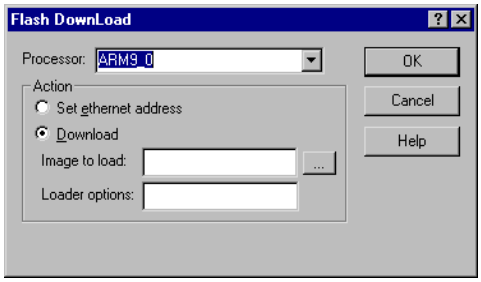

Figure D-1 Flash DownLoad dialog
1. Select **Flash Download…** from the **File** menu. The Flash DownLoad dialog is displayed (Figure D-1).
- From AXD, select the **Set ethernet address** button in the Flash DownLoad dialog (see Figure D-1 on page D-4).